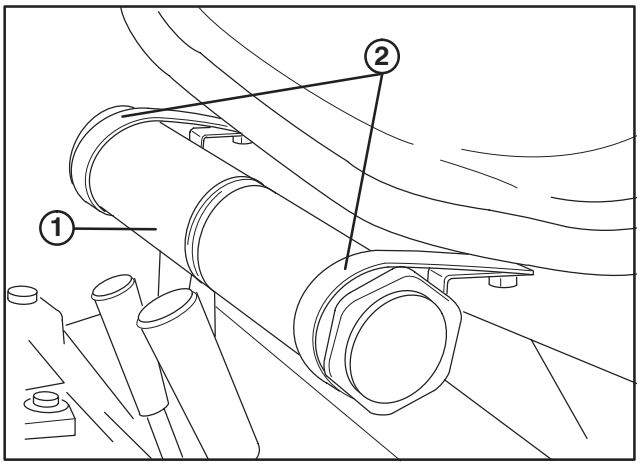

Figure 8
1. Remove manual tube and R–clamps secured to seat plate. Retain (2) mounting capscrews and flatwashers.
2. Loosely mount R–clamps to outer holes in right side of seat with (2) capscrews and flatwashers previously removed. (Fig. 8).
3. Install manual tube into R–clamps, insert manual into tube and thread cap into tube (Fig. 8). Tighten capscrews.